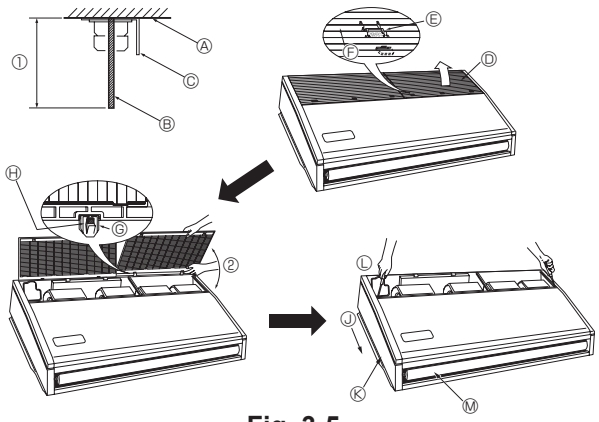

Fig. 3-5
3.2.5. Préparation de l'appareil intérieur (Fig. 3-5)